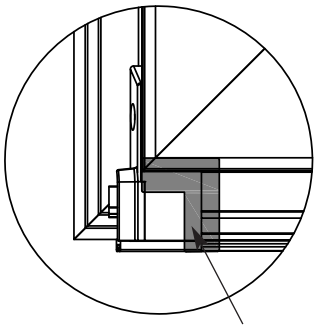

Abb. 4
– Nach dem Einklipsen des Euronutadapters Z144 **1** muss der Übergang von Endkappe zu Euronutadapter Z144 mit Silikon abgedichtet werden, (siehe Abb. 4).